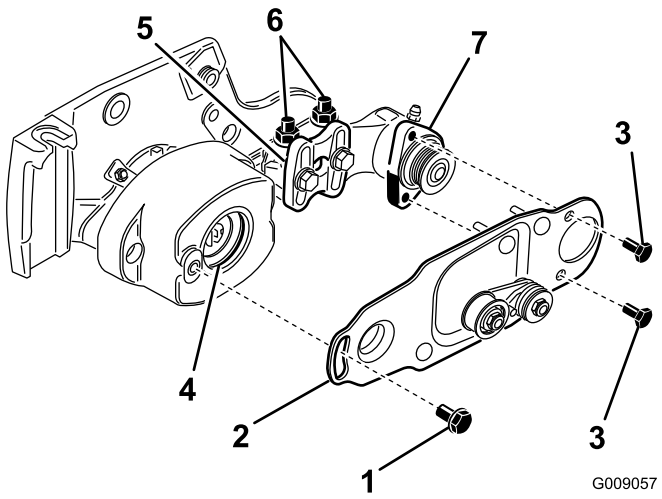

Figura 11
10. Aplique una película de grasa al interior del anillo de goma del alojamiento del cojinete (Figura 11).
11. Afloje, pero no retire, los pernos que sujetan el alojamiento del cojinete del cepillo de rodillo al soporte de montaje del cepillo de rodillo (Figura 11).
12. Instale la placa de pivote del cepillo del rodillo (Figura 11).
13. Aplique Loctite 242 (azul) en los 2 pernos de 5/16" x 5/8" y utilícelos para montar la placa del cepillo en el alojamiento del cojinete del cepillo de rodillo (Figura 11).
- Afloje las 2 contratuercas con arandela prensada que sujetan el soporte de montaje del cepillo de rodillo a la chapa lateral de la unidad de corte (Figura 11).
- Gire el alojamiento del cojinete del cepillo del rodillo hasta que quede paralelo a la chapa lateral de la unidad de corte (Figura 11).
- Apriete las 2 contratuercas con arandela prensada que sujetan el soporte de montaje del cepillo de rodillo a la chapa lateral de la unidad de corte (Figura 11).
18. Aplique Loctite 242 (azul) al perno de cuello largo (Figura 11). Sujete la placa del cepillo al alojamiento del cepillo del rodillo con el perno de cuello largo. (Figura 11).